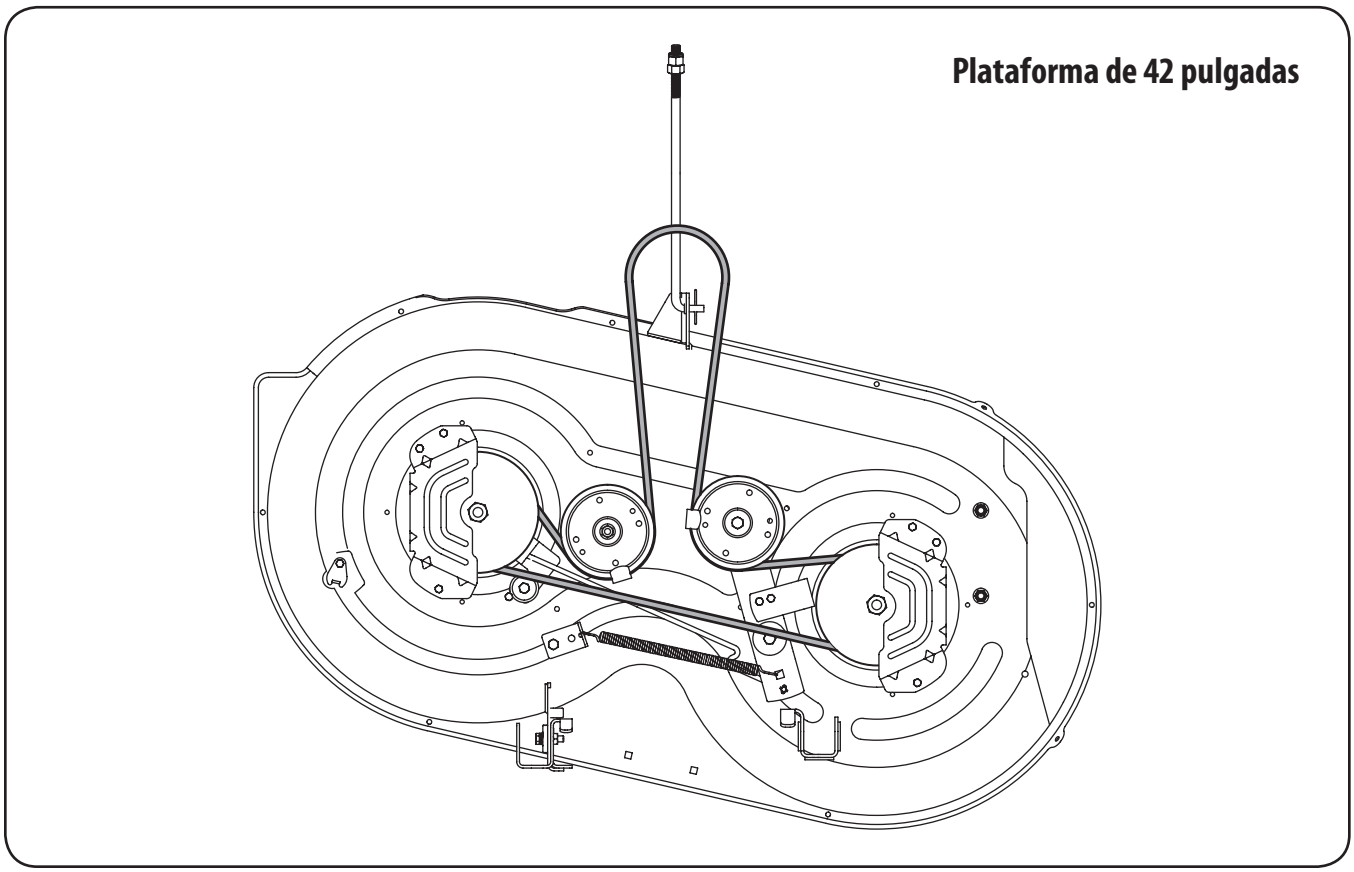

Figura 7-7
9. Vuelva a instalar la cubierta, asegurándose de que la cinta sigue siendo derrotados en las poleas con las instrucciones. Véase la figura. 7-7.